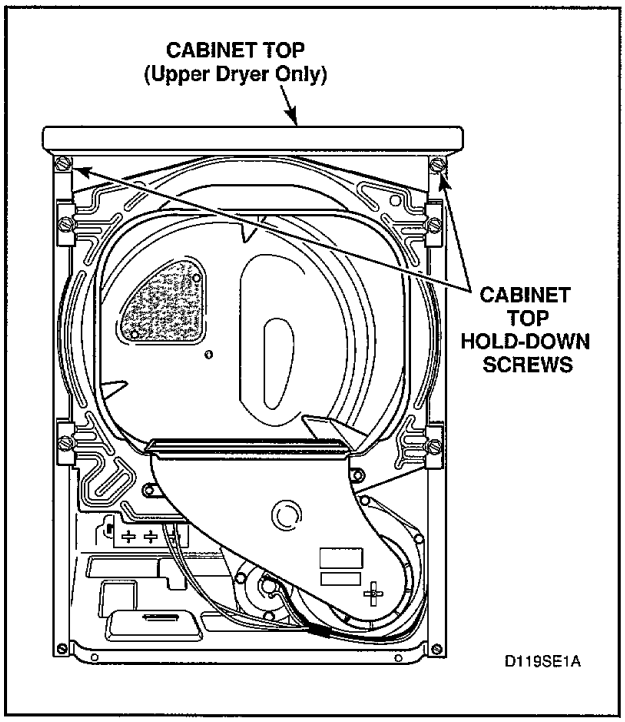

Figure 15
e. Remove two screws holding cabinet top hold-down brackets to front flange of cabinet, *Figure 15.*